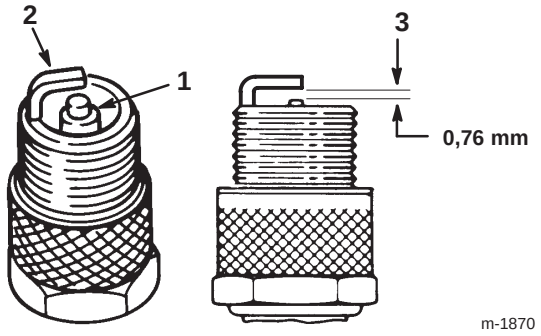

Bild 25
1. Sehen Sie sich die Mitte der Zündkerze an (Bild 25). Wenn der Kerzenstein hellbraun oder grau ist, ist der Motor richtig eingestellt. Eine schwarze Schicht am Kerzenstein weist normalerweise auf einen schmutzigen Luftfilter hin.
2. Prüfen Sie den Abstand zwischen den mittleren und seitlichen Elektroden (Bild 25) und biegen die seitliche Elektrode bei falschem Abstand zurecht.